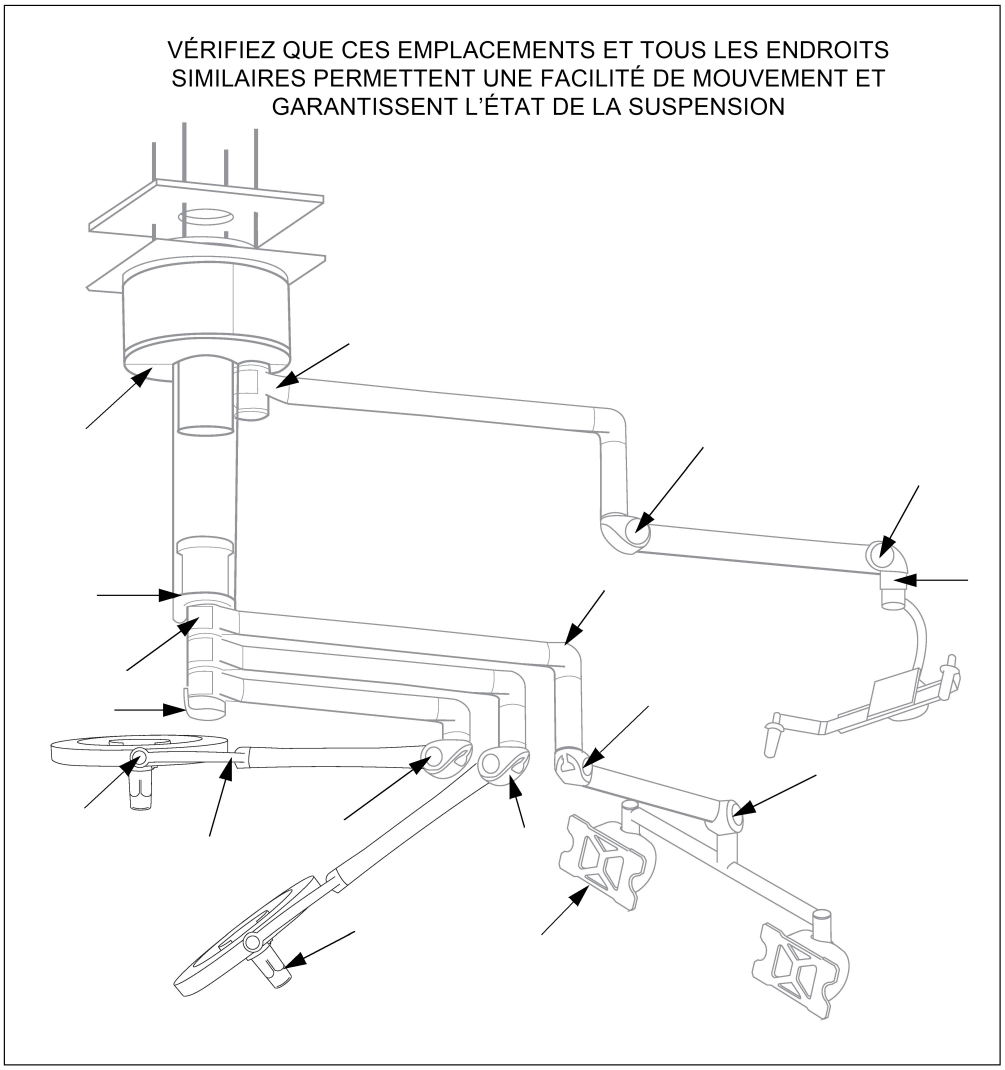
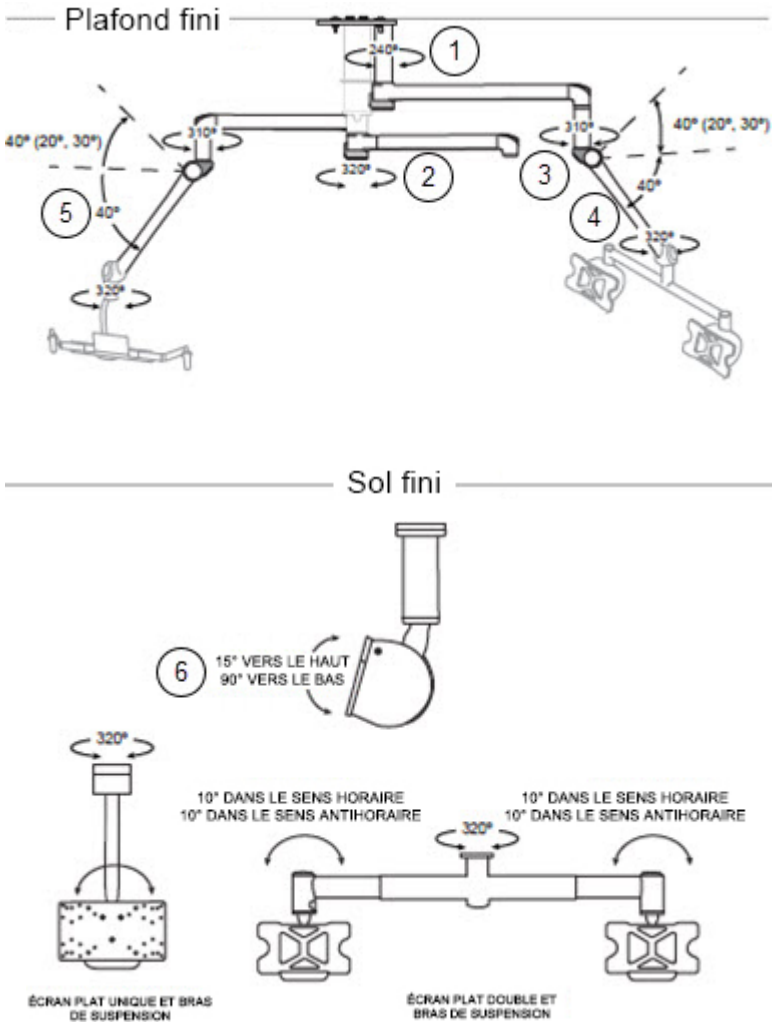

Figure 5-1. Vérification de la suspension
Figure 5-2. Positionnement des bras d'écran
Avant d'utiliser l'équipement, remplissez la liste de contrôle avant utilisation présentée dans cette section. Il est primordial de vérifier que l'installation de cet équipement est complète et adéquate pour en assurer l'entretien permanent et le fonctionnement sans danger. (Consultez la *Figure 5-1* et la *Figure 5-2* pour localiser les pièces.)
Vérifiez l'état de la suspension, en particulier chaque articulation, en vous assurant, par exemple, que les attaches, les protections ou les composants sont bien serrés. Consultez la *Figure 5-1* pour des aspects particuliers de la suspension.
Assurez-vous que les articulations effectuent les mouvements de suspension en douceur et sans blocage. Les coupoles et les écrans doivent se déplacer lentement et facilement. Une fois en place, les bras de support des écrans et des coupoles ne doivent pas dériver. Si vous remarquez un blocage ou une dérive dans les mouvements de la suspension, contactez votre technicien d'entretien STERIS afin de procéder aux réglages. Voir *Figure 5-1*.
Consultez la *Figure 5-2*. Les bras de support pour écran peuvent bouger de la façon suivante : (1) rotation de 240° au niveau de l'axe de rotation secondaire ; (2) rotation de 320° au niveau de l'axe de rotation central ; (3) rotation de 310° au niveau du bras d'extension horizontal ; (4) rotation de 320° au niveau de la rotation bras à ressort/étrier ; (5) déplacement vers le haut ou le bas en pivotant au niveau de l'articulation du bras à ressort jusqu'à 40° (butées à 20°, 30°) vers le haut et 40° vers le bas. L'étrier pour écran permet également (6) une inclinaison de 15° vers l'arrière (haut) et 90° vers l'avant (bas).